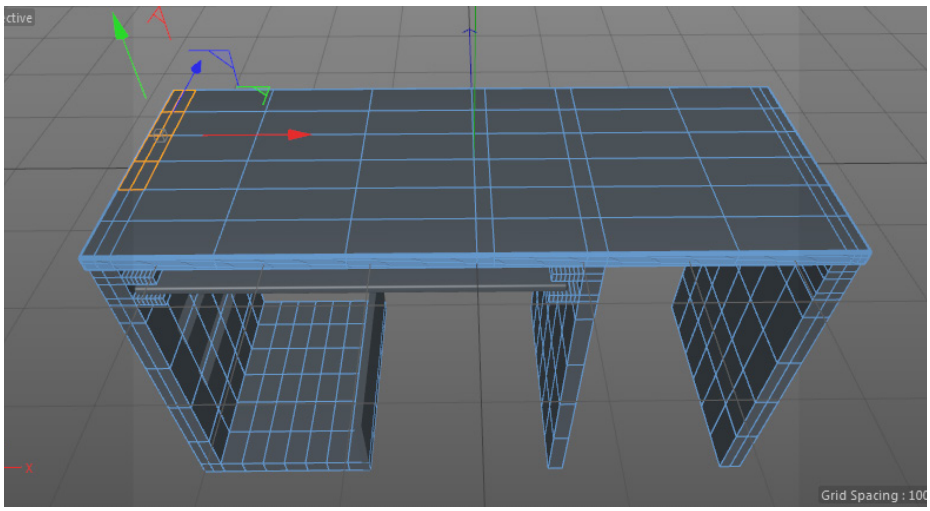

Figure 3-98 *The selected polygons of Computer table*
4. Choose the **Polygons** tool from the Modes Palette; the *Computer table* is displayed in the polygon mode. Choose the **Live Selection** tool from the Command Palette and make sure that the **Visible Only** check box is selected. Now, select the polygons of *Computer table*, as shown in Figure 3-98.